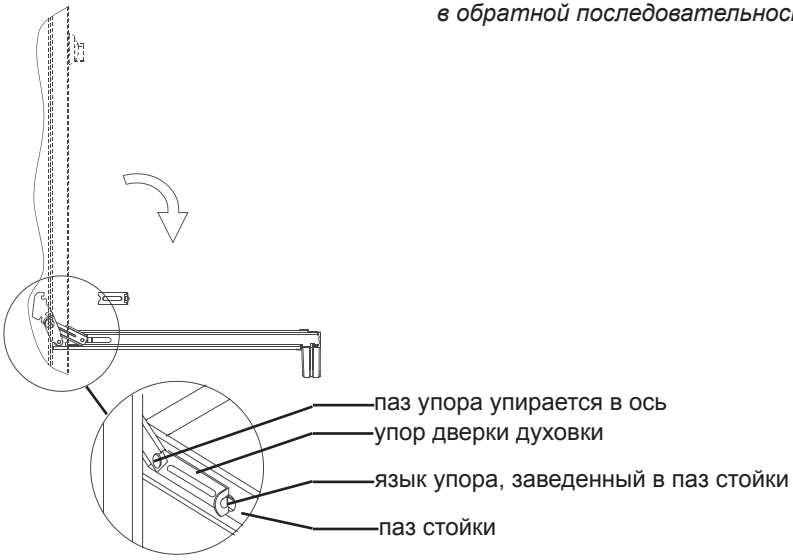

рис. 12
Для снятия дверцы духовки необходимо (см. рис. 12, 13, 14):
1. Откинуть дверцу в горизонтальное положение. Ввести в пазы, предусмотренные слева и справа в стойках дверцы, два упора дверцы (рис. 12);